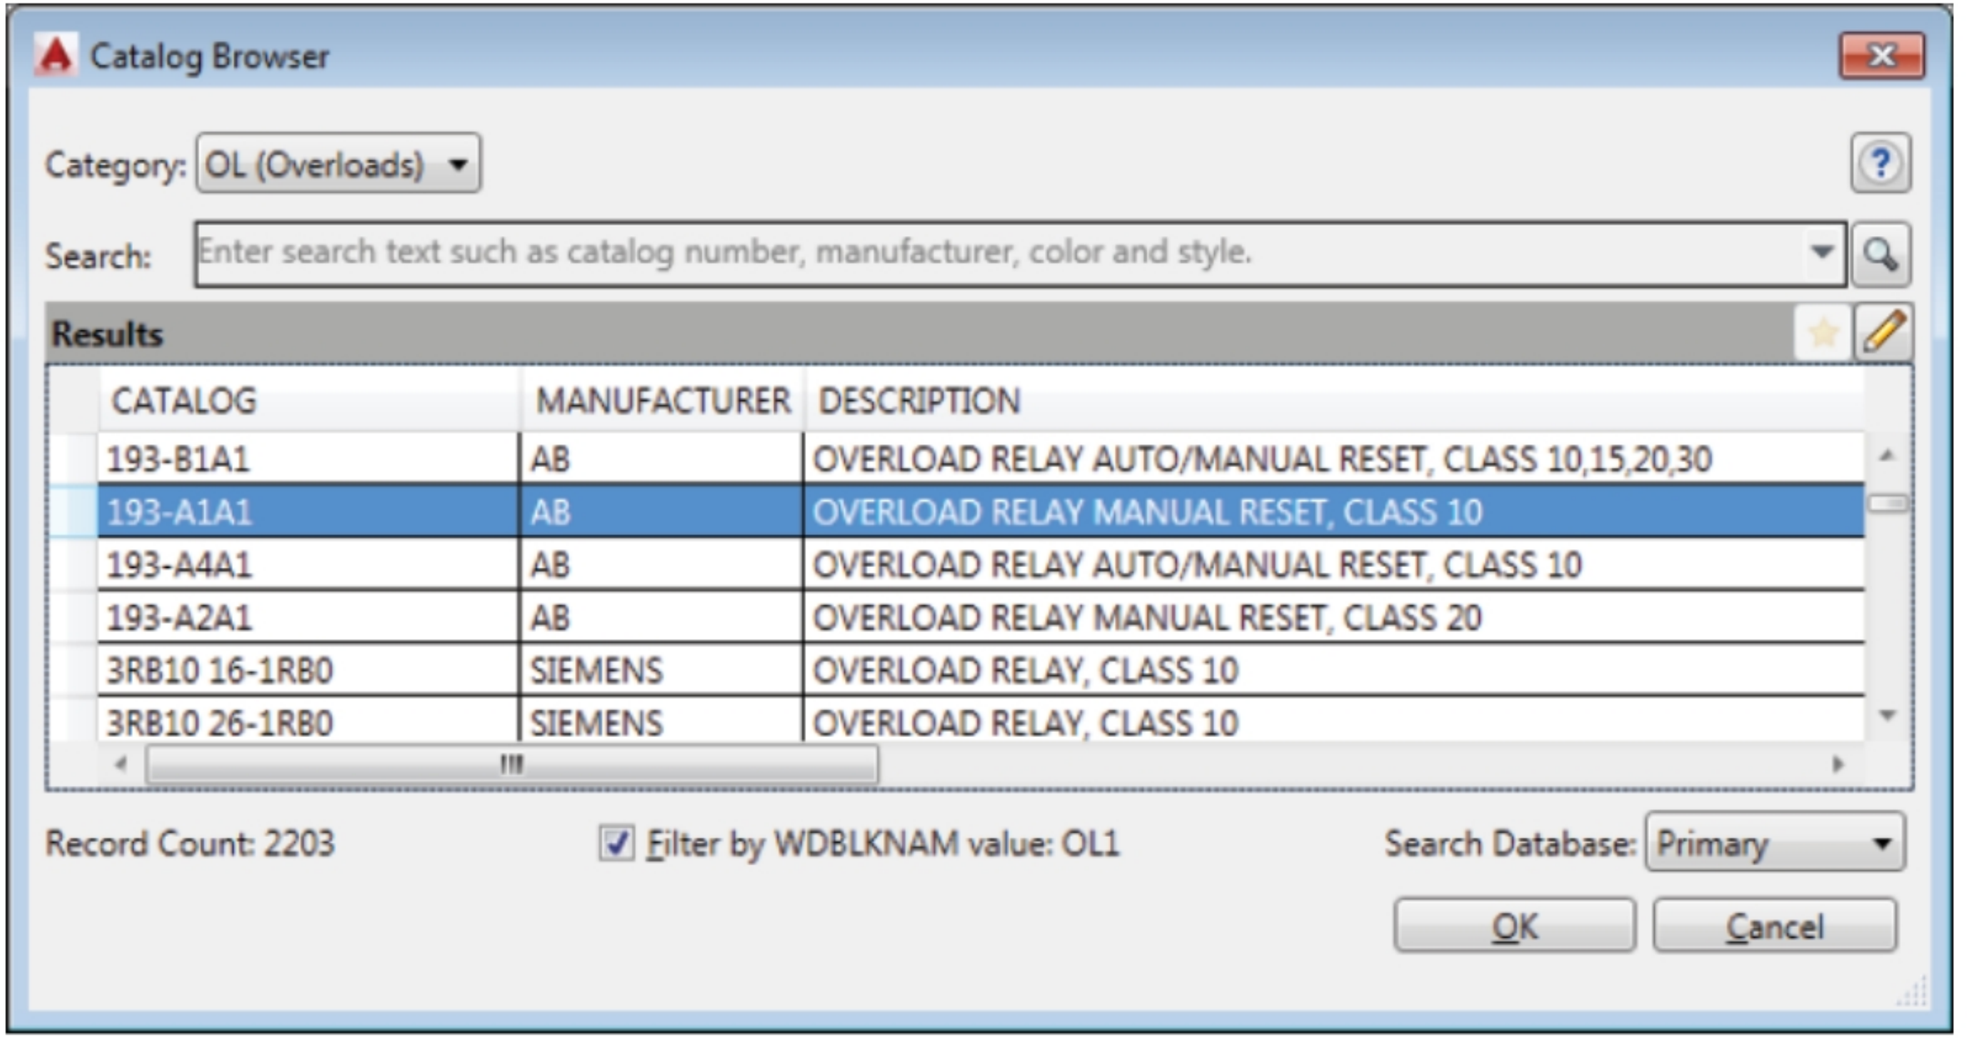

Figure-20. Catalog Browser with Overloads components
- Click on the **193-A1A1** field in the **CATALOG** column from the dialog box; refer to Figure-20.